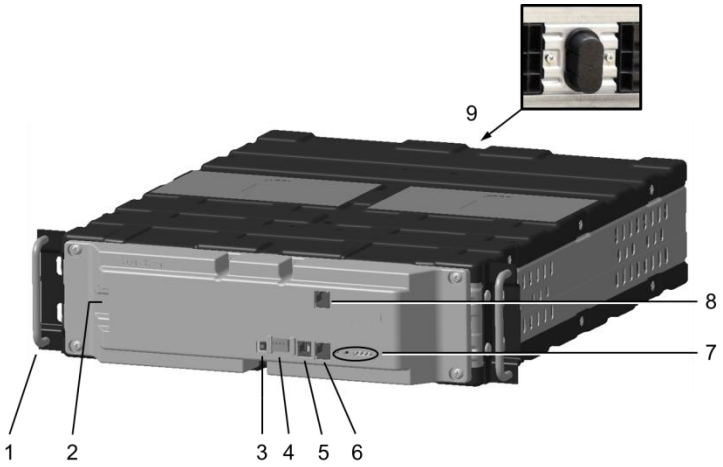

Abbildung 17: VARTA element Batteriemodul
- Die Kunststoffabdeckung auf der Rückseite entfernen (siehe Abbildung 17).
Anschlüsse am Batteriemodul gemäß Abbildung 17:
Drücken Sie die Aktivierungstaste am Batteriemodul (siehe Abbildung 17).
Anschlüsse an den Batteriemodulen gemäß Abbildung 17